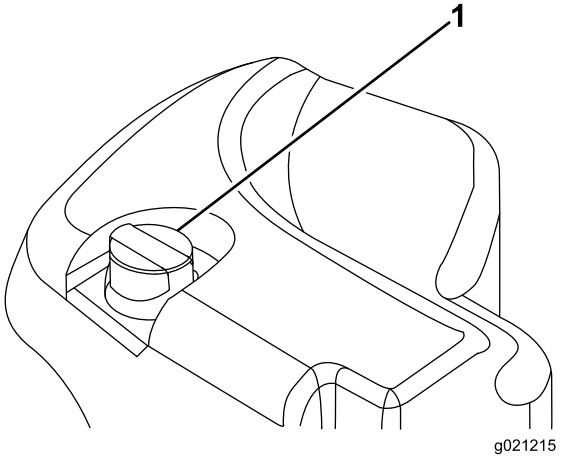

Figur 32
2. Rengjør rundt påfyllingshalsen og lokket på tanken for hydraulisk olje (Figur 32).